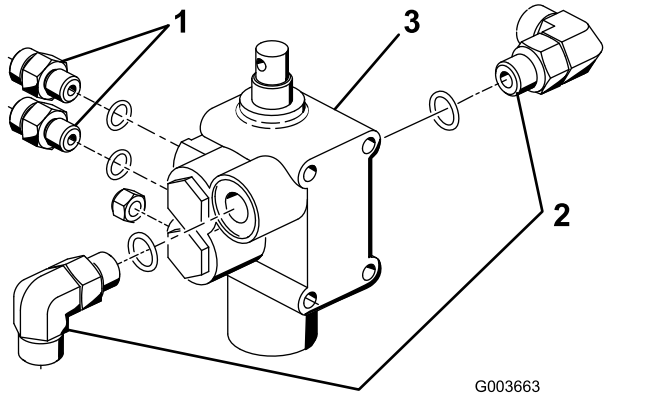

Figura 8
1. Înșurubați atât fitingurile de 90°, cât și cele 2 fitinguri hidraulice drepte în noua supapă de ridicare, așa cum se arată în Figura 8.